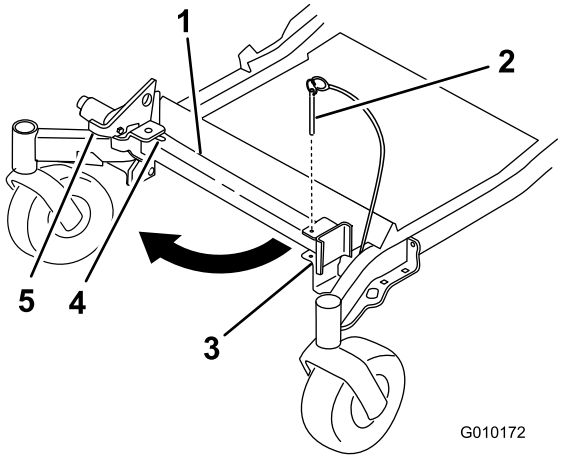
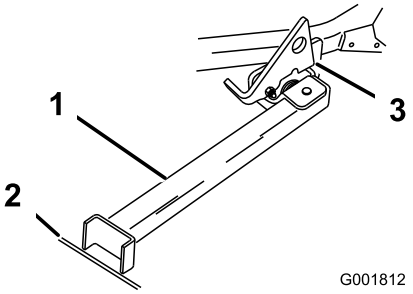

Figur 40
Figur 41
2. Fjern beslagpinden (Figur 40).
3. Hæv klinken. Sving standens fod ud fortil, og skub standen mod maskinen, ind nederst i rillen (Figur 40 og Figur 41).
4. Placer standen fod på jorden, og lad klinken hvile på drejetappen (Figur 41).
Bemærk: Det bedste resultat opnås, hvis standens fod placeres i en revne i fortovet eller i plænen (Figur 41).
6. Kør op på standen. Stands, når klinken falder over tappen i låst position (Figur 41). Aktiver parkeringsbremsen, og sluk motoren, når maskinen er oppe på standen.
5. Sæt den tilbage til hvileposition (Figur 40).